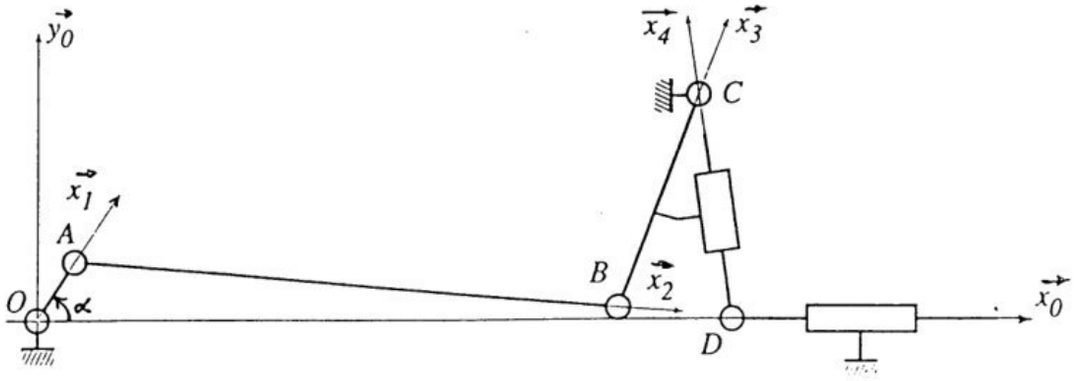

Figure 12: cinématique graphique
a) *Représenter sur le document réponse* **figure 12** *, à l'échelle (*8*mm pour 1mm/s), le vecteur vitesse du point A dans son mouvement par rapport au bâti.*